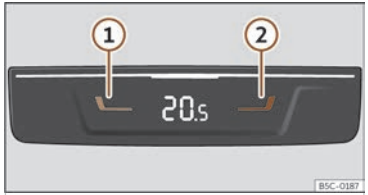

Fig. 110 A la part posterior de la consola central: comandaments per a les places del darrere.
- Premeu les tecles 1 y 2 ››› fig. 110 per ajustar la temperatura de la zona posterior.